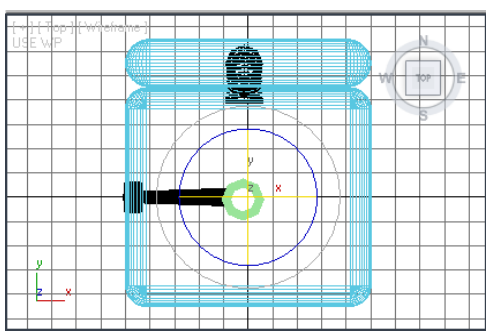

Figure 3-85 *A circular gizmo displayed at the location of the working pivot point*
23. In the Top viewport, invoke the **Select and Rotate** tool; a circular gizmo is displayed, as shown in Figure 3-85.